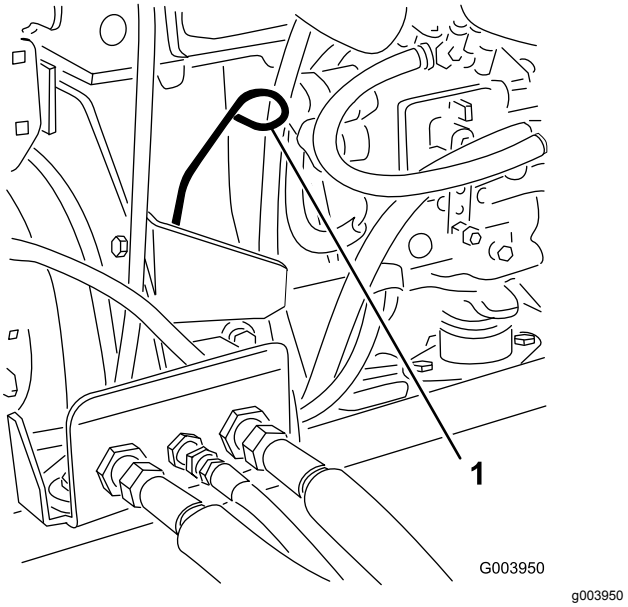

Figuur 44
3. Verwijder de peilstok en veeg deze schoon. Plaats daarna de peilstok weer terug (Figuur 44).